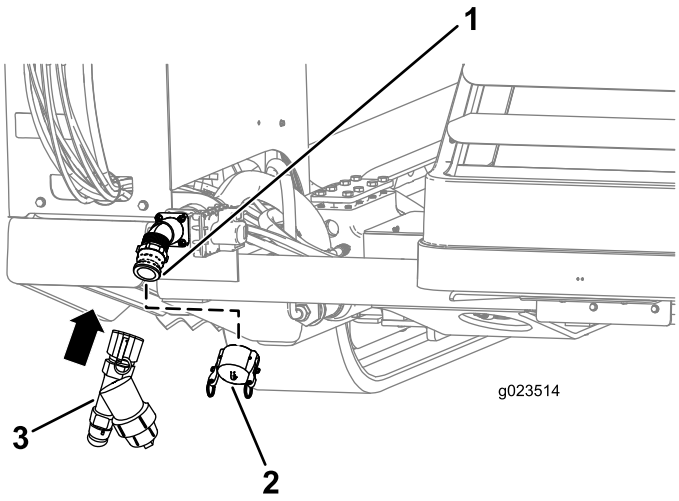

Rysunek 46
1. Zdjąć pokrywę wlotu pompy (Rysunek 46).
2. Wyrównać filtr Y z gwintem na pompie (Rysunek 46).